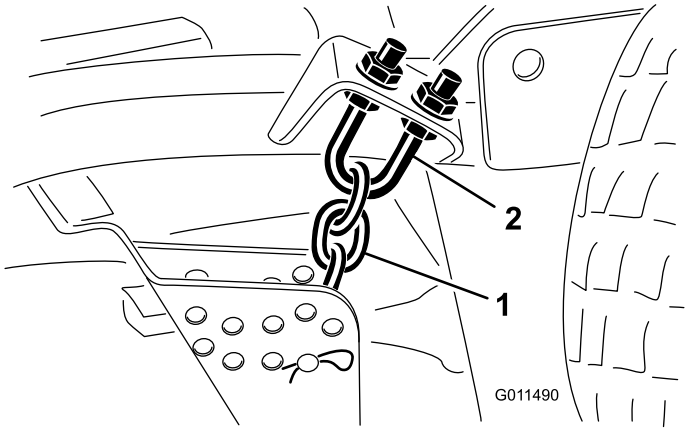

Figura 78
3. Retire el pasador de horquilla y el pasador que fijan las cadenas de ajuste de la altura de corte a la parte trasera de la unidad de corte (Figura 78).